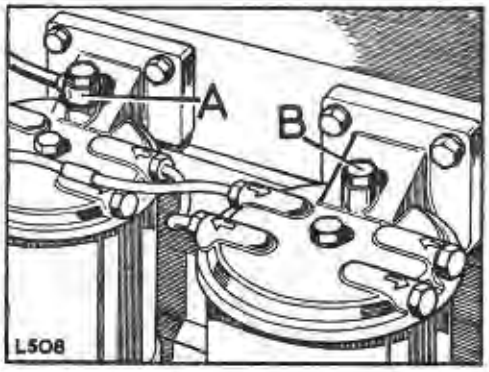

**Fig. L1-71. Air vent on filter (Twin filter system illustrated)**
2. Slacken the air vent screw on the top of the engine filter. See Fig. L1-71.